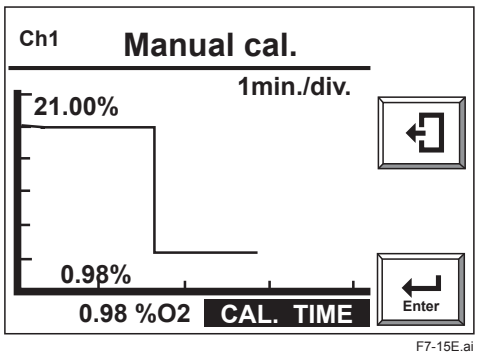

Figure 7.15 Display during calibration
14) Select [Valve opened (Start Calibration)] and touch the Enter key. An oxygen concentration graph like Figure 7.15 is displayed, and [CAL.TIME] status mark flashes.